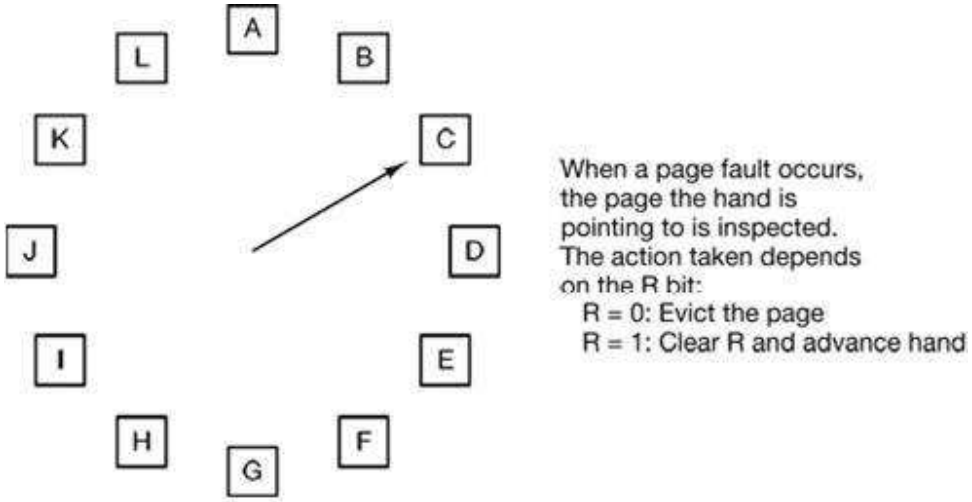

Figure 5-9. The clock page replacement algorithm.
- A better approach is to keep all the page frames on a circular list in the form of a clock, as shown in Fig. 5-9.